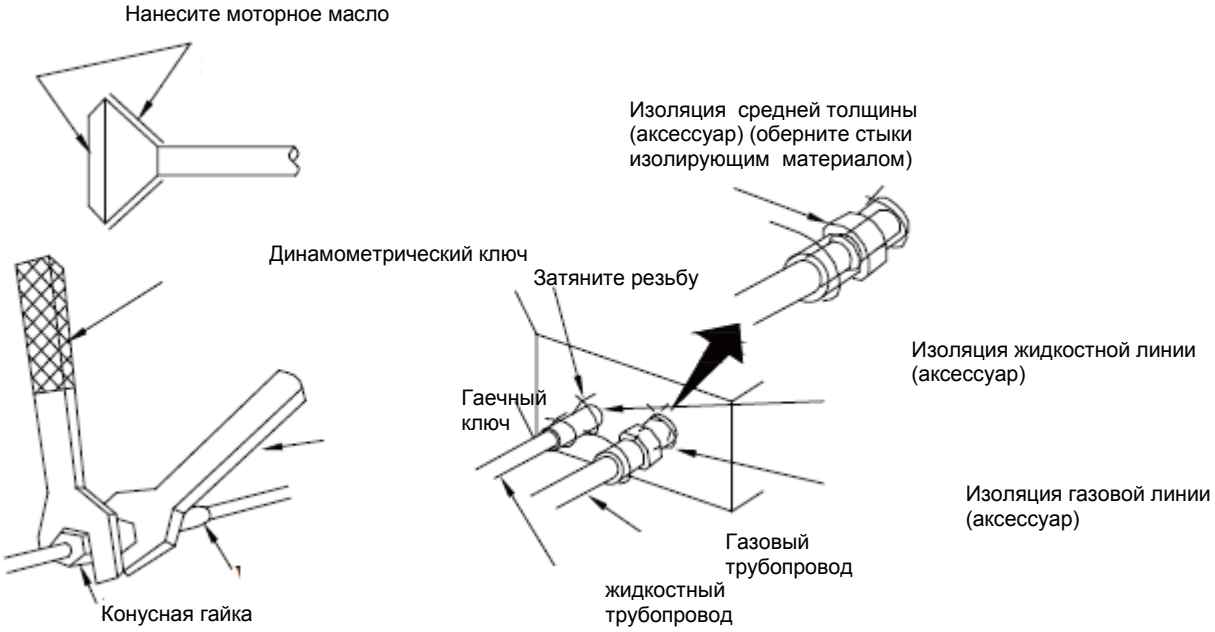

Рис.5
- При подключении трубопроводов хладагента к блоку или их отсоединении от блока используйте гаечный и динамометрический ключи, как показано на Рис. 5.
- Проверьте трубопроводы на наличие утечек, затем выполните их теплоизоляцию, как показано на Рис. 5.